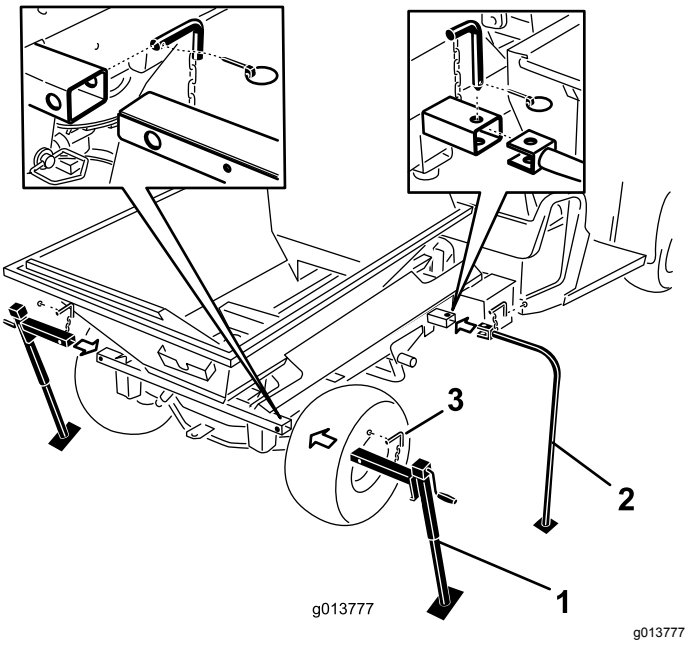

**Figuur 49**
7. Breng de voorste opslagpoten en de achterste assteunen in de buizen van de machine en zet ze vast met de borgpennen (Figuur 49).